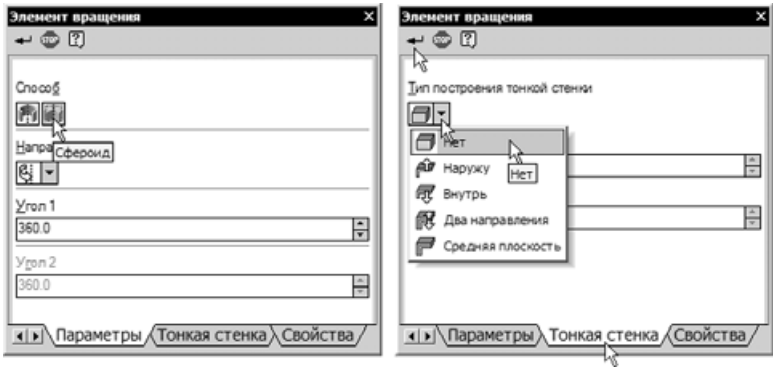

Рис. 5.237
- На вкладке **Параметры** панели свойств включите кнопку **Сфероид** в группе **Способ построения** (рис. 5.237). Откройте вкладку **Тонкая стенка**. Откройте список поля **Тип построения тонкой стенки** и выберите вариант **Нет**. Нажмите кнопку **Создать объект**.